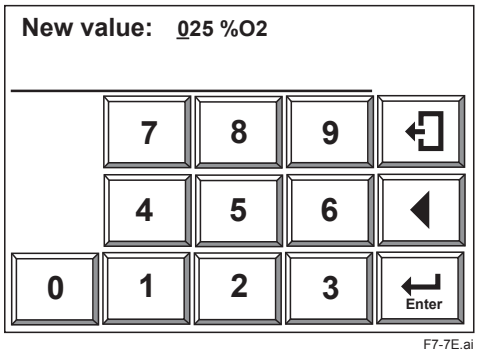

Figure 7.7 Numerical entry
5) The numeric data entry display shown in Figure 7.7 appears; enter the desired oxygen concentration setting. To set 10% O_2, input [010] and touch the Enter key.